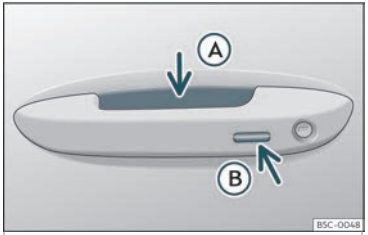

Abb. 73 Türgriff: Sensorflächen
››› Abb. 73
- Umfassen Sie einen der Griffe an den Vordertüren. Dabei wird die Sensorfläche››› **Abb. 73** Ⓐ (Pfeil) im Türgriff berührt und das Fahrzeug entriegelt sich.
- Berühren Sie *einmal* die Verriegelungssensorfläche››› **Abb. 73** Ⓑ (Pfeil) am Griff an einer der Vordertüren. Die Tür, an welcher der Griff betätigt wird, muss geschlossen sein.
- Berühren Sie *einmal* die Sensorfläche ››› **Abb. 73** Ⓑ (Pfeil) am Griff an einer der Vordertüren. Das Fahrzeug ist mit der „Safe“ ››› **Seite 105**-Sicherheitssystem verriegelt. Die Tür, an welcher der Griff betätigt wird, muss geschlossen sein.
- Berühren Sie *zweimal* die Sensorfläche ››› **Abb. 73** Ⓑ (Pfeil) am Griff an einer der Vordertüren, um das Fahrzeug zu verriegeln, ohne das Sicherheitssystem „Safe“ zu aktivieren››› **Seite 105**.
- Berühren Sie die Schließtaste auf dem Funkschlüssel und berühren Sie einmal innerhalb von 5 Sekunden die Verriegelungssensorfläche am Fahrertürgriff ››› **Abb. 73** Ⓑ. Greifen Sie nicht am Türgriff, da sich das Fahrzeug sonst nicht verriegelt. Die Deaktivierung kann auch erfolgen, wenn das Fahrzeug über Fahrertürschloss verriegelt wird.
Um mit der **Komfortfunktion** alle elektrischen Seitenfenster und das Glasdach zu schließen, legen Sie einige Sekunden einen Finger auf den Verriegelungssensorfläche ››› **Abb. 73** Ⓑ (Pfeil) am Türgriff, bis die Seitenfenster und das Dach geschlossen sind.
Die Sensoren der Türgriffe können durch einen Wasser- oder Hochdruckdampfstrahl aktiviert werden, sofern sich ein gültiger Schlüssel in der Nähe befindet. Ist mindestens eines der elektrisch betriebenen Seitenfenster geöffnet und wird die Sensorfläche››› Abb. 73 Ⓑ (Pfeil) an einem der Türgriffe permanent aktiviert, schließen sich alle Fenster.
- **ODER**: Berühren Sie *zweimal* die Sensorfläche auf der Außenseite des Türgriffs ››› **Abb. 73** Ⓑ.